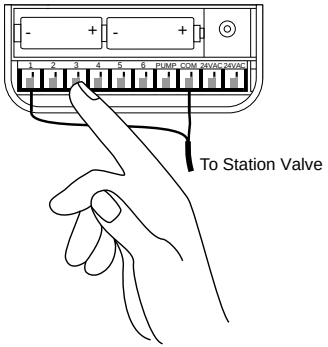

FIGURE 24: Connecting Valve Wires
- It may be necessary to open the terminal to allow for wire insertion or removal. To do this, simply press upward on the tab located on top of the terminal **[See Figure 24].**
- Connect the common wire to the terminal labeled **COM [See Figure 24].**